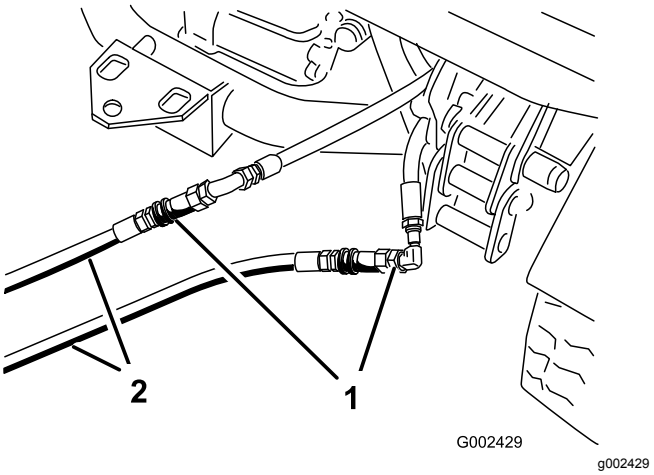

图84
3. 在禁用的机器上将 2 个跳线软管连接至断开的软管图84。